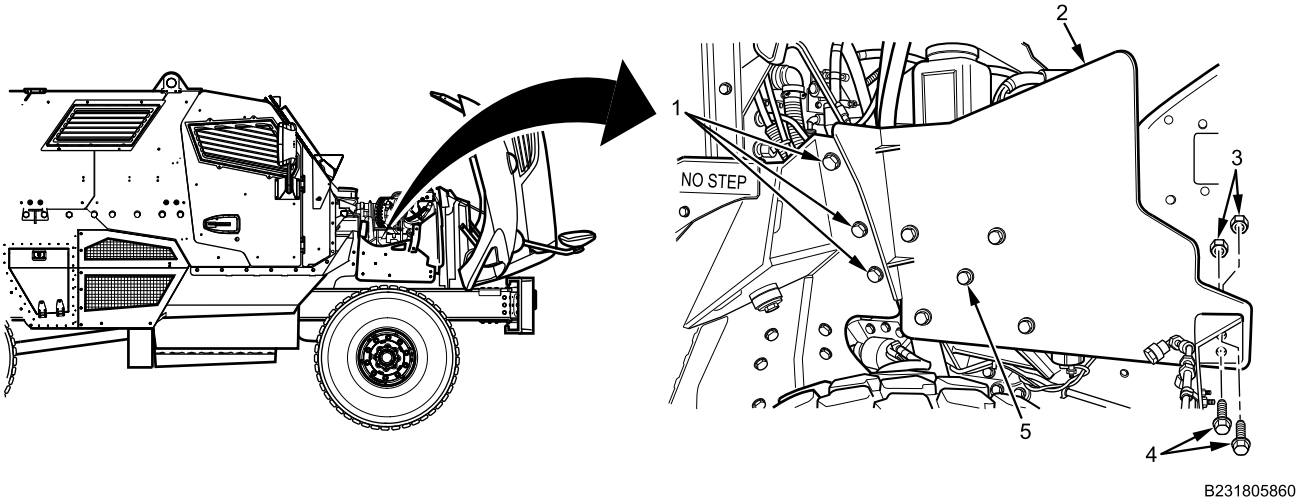

Figure 1. Right Side Engine Armor Plate.
1. Remove two bolts (Figure 1, Item 4) and locknuts (Figure 1, Item 3) from tire Fire Suppression System (FSS) bracket and position bracket aside. Discard locknuts.
2. Remove three bolts (Figure 1, Item 1) from wheel deflector armor plate.
3. With assistant, remove five bolts (Figure 1, Item 5) from armor plate (Figure 1, Item 2) and remove plate.